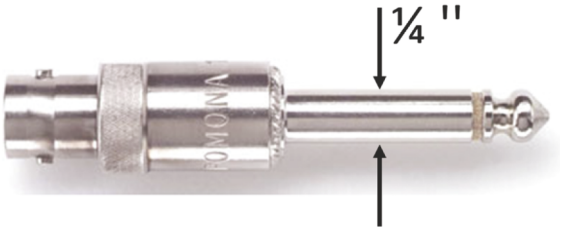

**FIGURE 4.54** (Step 16) ¼ inch phono to BNC adapter.
**Set the output of the WG to 1 $V_{pp}$** since that is in the range that audio signals, called **line levels**, into the EQ are expected to be. Again, use a 1 kHz sine wave. The EQ is stereo: one channel is the top front and back, and one channel is the bottom, front and back. For this lab, two channels are not needed, so just use the top front and back controls and jacks. Plug ¼-inch phono-to-BNC adapters (shown in Fig. 4.54 and found in the Audio box) into the input and output jacks at the back of the EQ. Use a BNC "tee" at the output of the WG to split the signal to both the input of the EQ and CH1 of the scope.